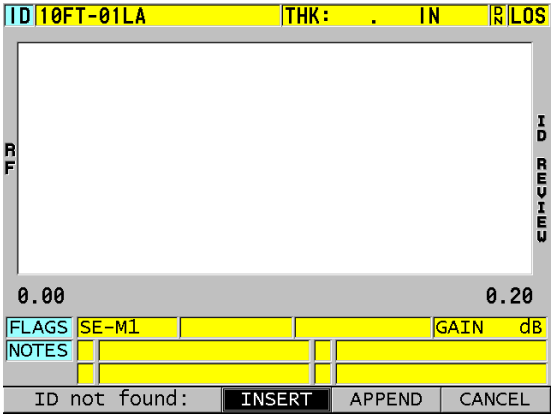

Rysunek 11-29 Komunikat wyświetlany, gdy edytowany identyfikator nie znajduje się w bazie danych
6. Jeśli edytowany identyfikator nie znajduje się w bazie danych, na pasku z tekstem pomocy pojawi się komunikat (Rysunek 11-29 na stronie 237). Wybierz opcję **INSERT** (Wstaw), aby wstawić nowy identyfikator przed aktywnym identyfikatorem.